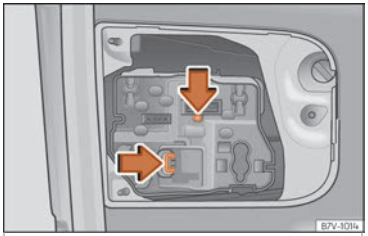

Fig. 114 On the rear lid: remove the bulb holder.
4. Press on the attachment tabs in the direction of the arrow ››› Fig. 114 and pull out the bulb holder.